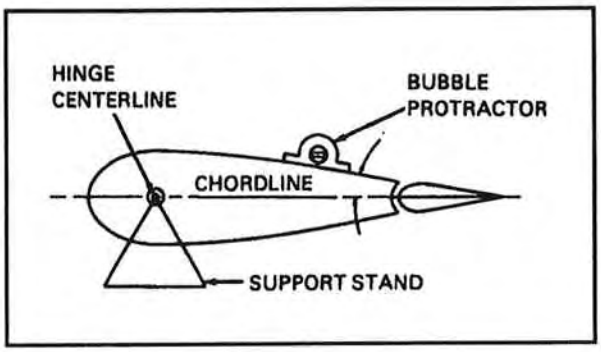

Figure 10-7. Establishing neutral position of a control surface
- When installing a control surface in a stand or jig, establish a neutral position in a chord line direction (Figure 10-7). The chord line direction of any control surface is the distance or travel from the leading edge to the trailing edge. Sometimes only a visual check is needed to determine whether the surface is balanced or unbalanced. Use a bubble protractor (set at the correct angle specified in the applicable maintenance manuals) to determine the neutral position before continuing balancing procedures. If a bubble protractor is not available, find the neutral position by placing the control surface to the left or right in relation to a center balance.